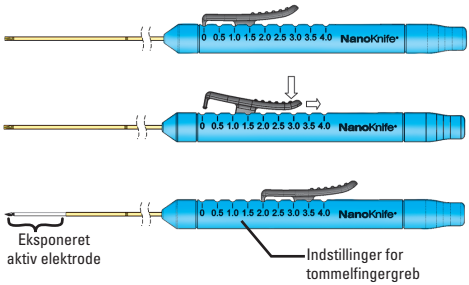

Figur 6: Justering af elektrodens eksponering
13. Bekræft længden af den eksponerede elektrode, som angivet af tommelfingergrebet på håndtaget (se figur 6).